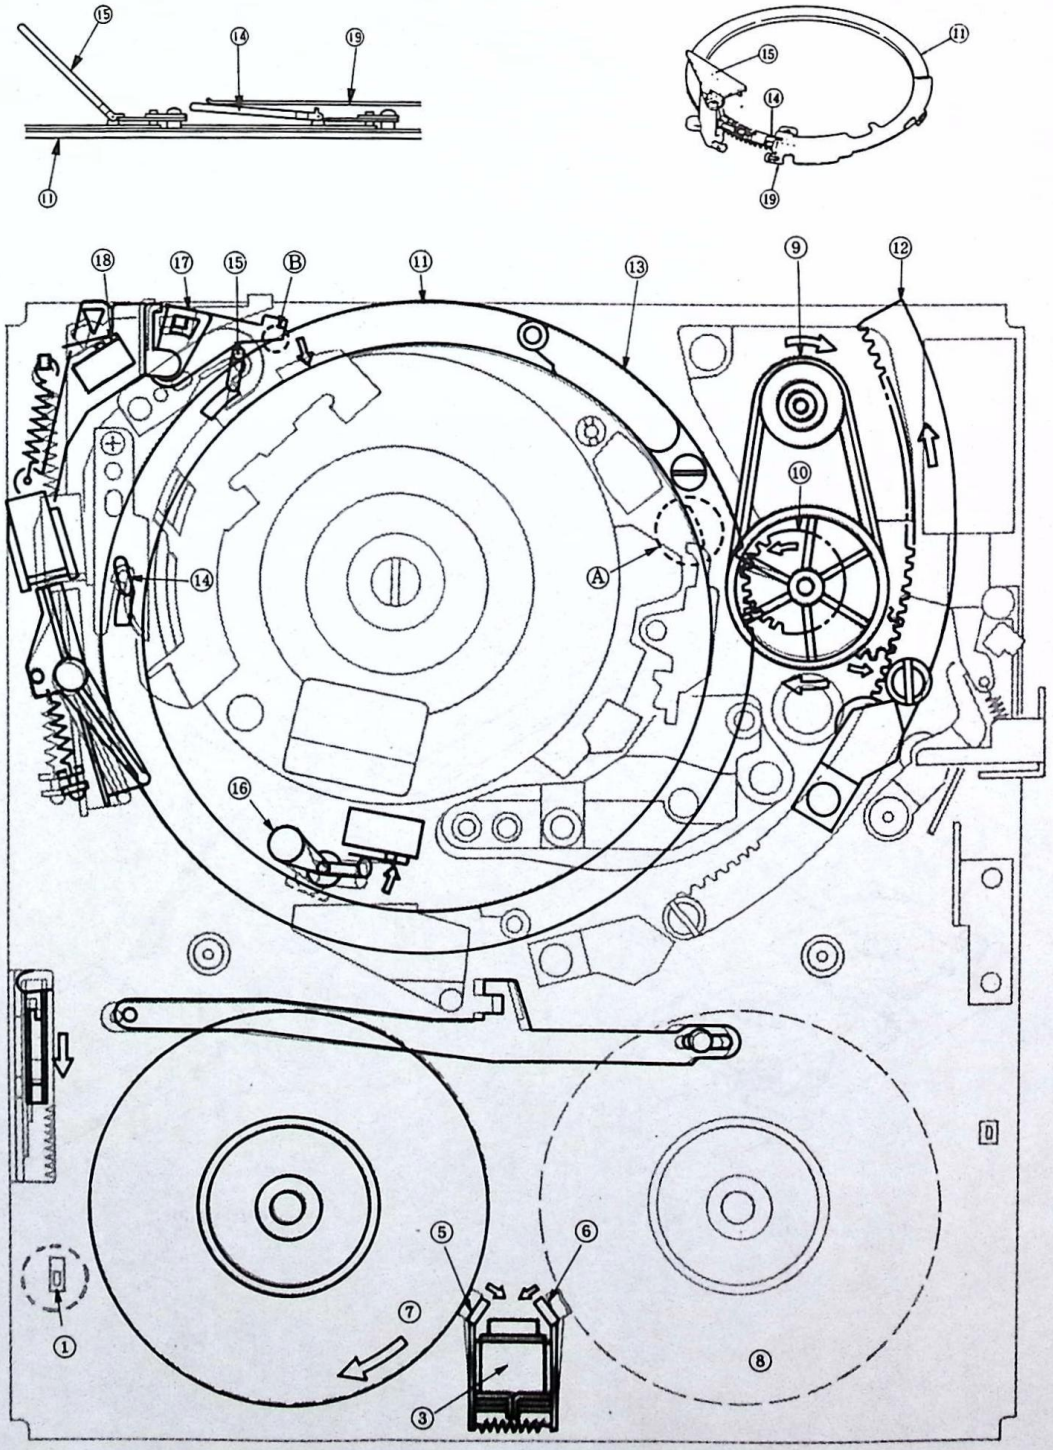
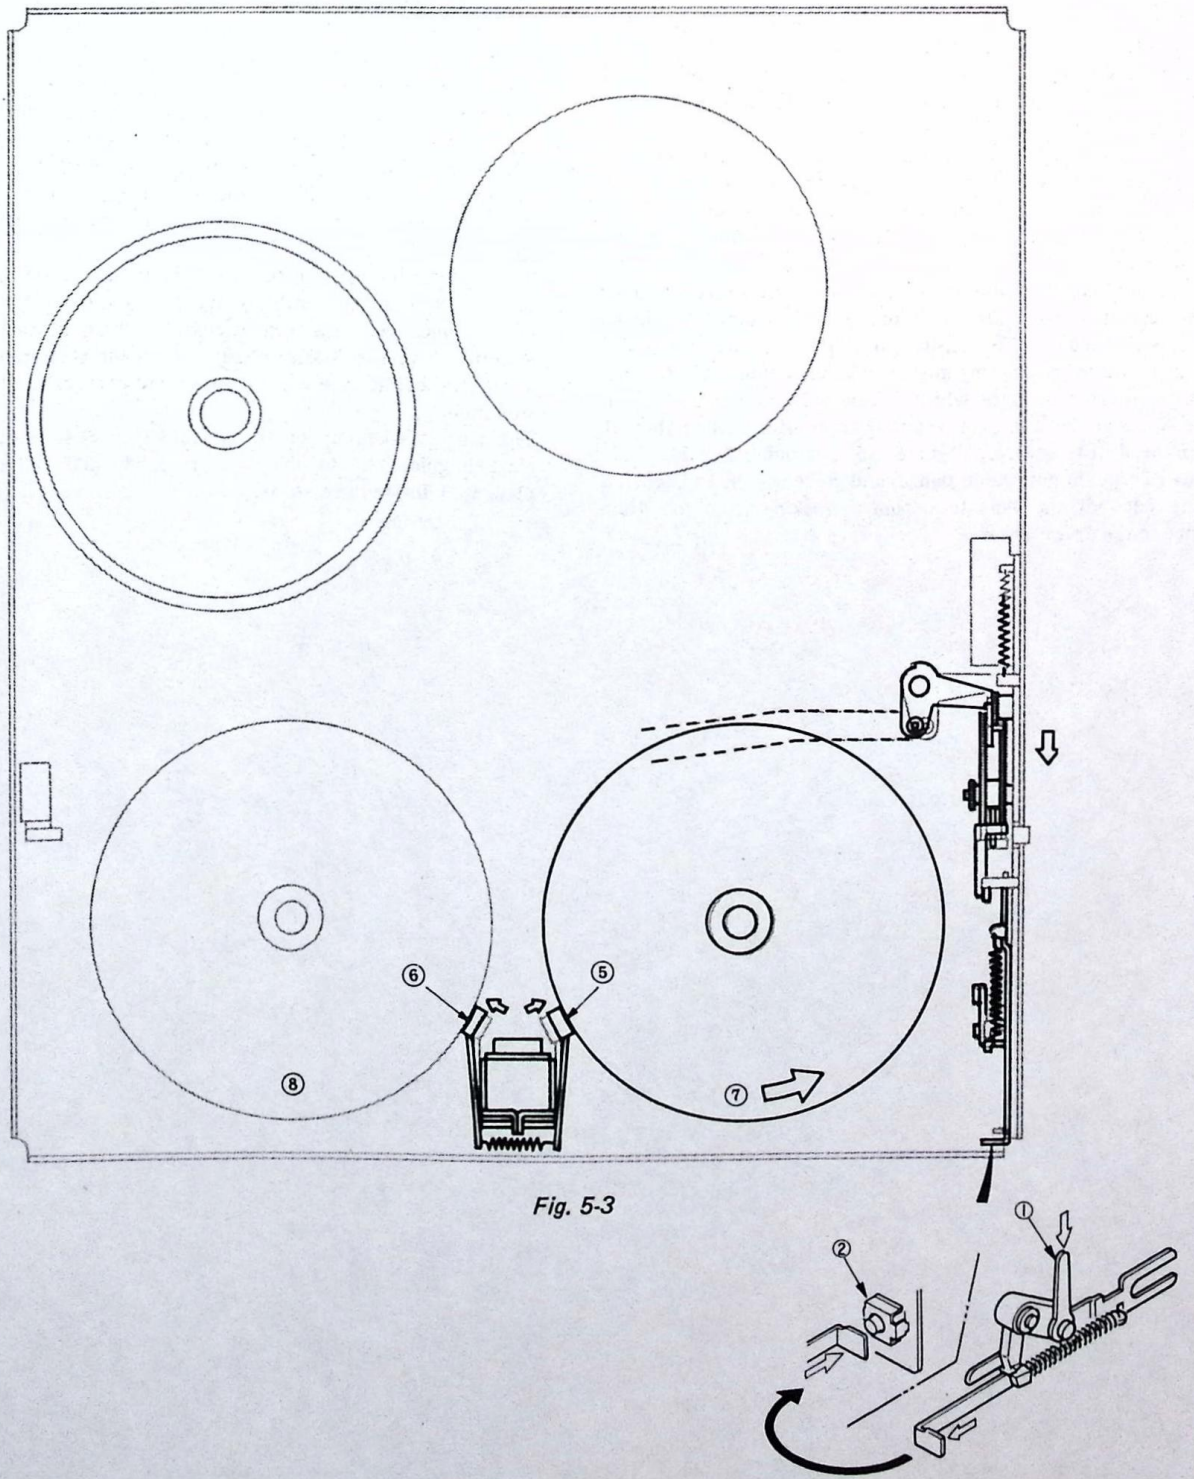

Fig. 5-2
Fig. 5-3
Fig. 5-2 shows the threading operation, and Fig. 5-3 is a view from the rear side of the chassis during threading. When a cassette is inserted in the cassette container and the container is pushed down, the cassette detection lever is pushed by the cassette to operate the cassette-in switch (2) (Fig. 5-2 insert at lower left).
Loading shuttle set (13) , No. 2 guide (14) , and No. 3 guide (15) mounted on the S threading ring (11) bring the tape to a predetermined position while guiding it. Number 2 and 3 guides (14) and (15) are pushed up by a spring as the S threading ring (11) , which is housed in a pin recliner (19) rotates (inset at top left of Fig. 5-2).